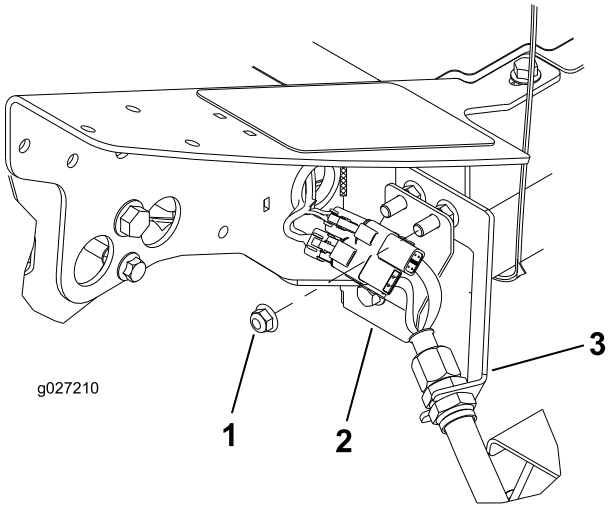

Figur 11
1. På ramens främre vänstra hörn (plats för klippenhet 4) tar du bort den extra flänsmuttern på skruven som fäster motorväggsfästet på maskinen (Figur 11).
3. Sätt kontaktdonsplattan på fästskruvarna på motorväggen, med kontaktdonen orienterade i enlighet med Figur 11.